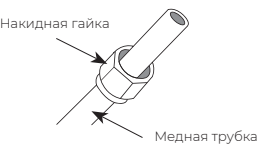

Рис. 6
3. Установите накидные гайки на обоих концах трубки. Проверьте, правильность ориентации накидных гаек, т.к. после развальцовки трубки надеть гайки и изменить их ориентацию будет невозможно. См. рис. 6.